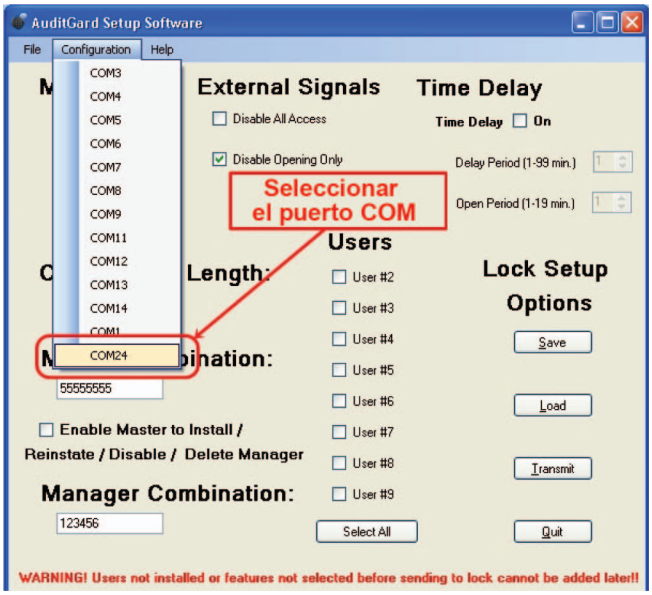

Figura 4
3. Seleccione el puerto COM adecuado de la lista (figura 4). Si el adaptador es USB seleccione el puerto COM asignado por el sistema. Si el adaptador es serie seleccione el puerto COM serie estándar que deba utilizarse.